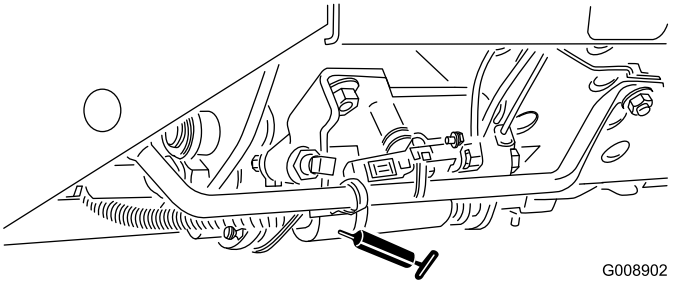

Figuur 39
- Schuif voor maaien/transport (Figuur 39)